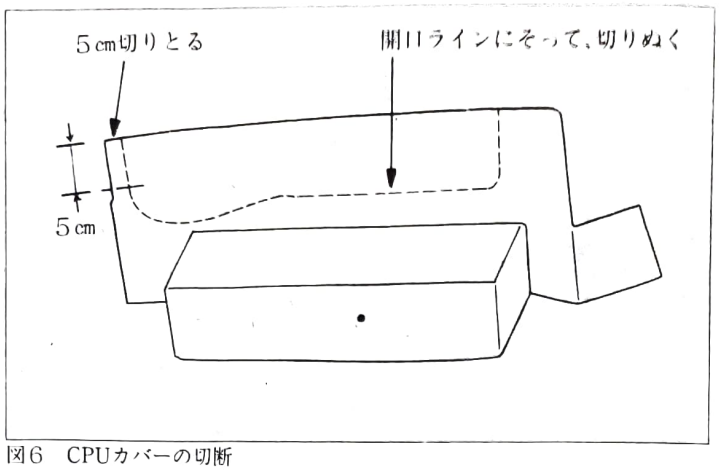

図6　CPUカバーの切断
(6) CRT搭載車は、CPUカバーを図6のように切断し取り付ける。